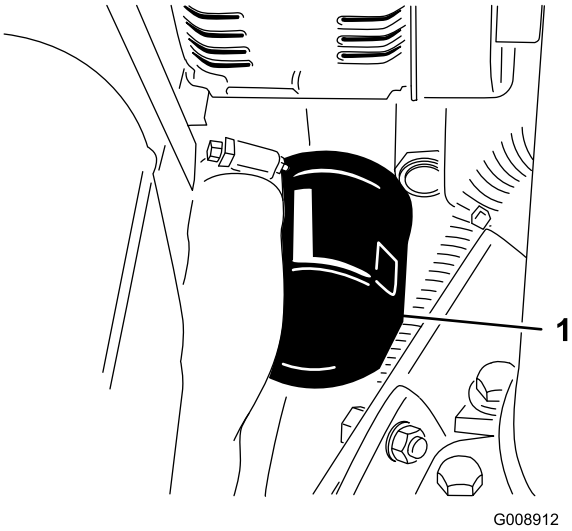

Figur 50
3. Avlägsna oljefiltret (Figur 50).